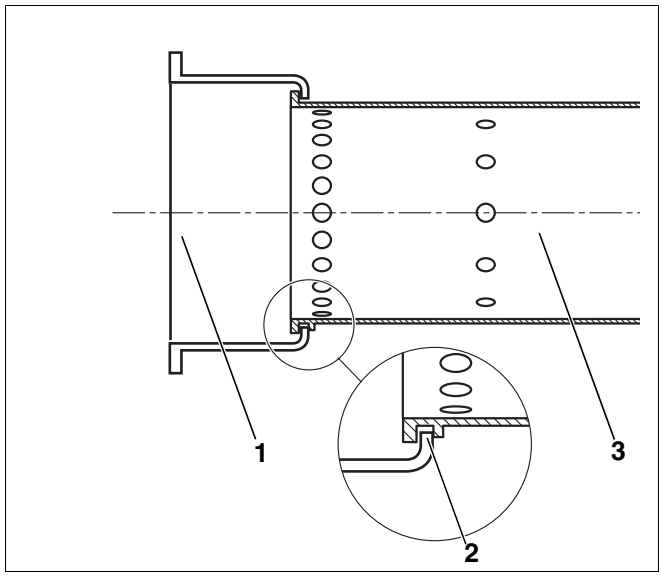

Rys. 64 Wstawianie rury palnika
- Wstawić nową rurę palnika. Nosek (rys. 64, **poz. 2**) na rurze palnika (rys. 64, **poz. 3**) musi opierać się u dołu na rurze wspornikowej (rys. 64, **poz. 1**).